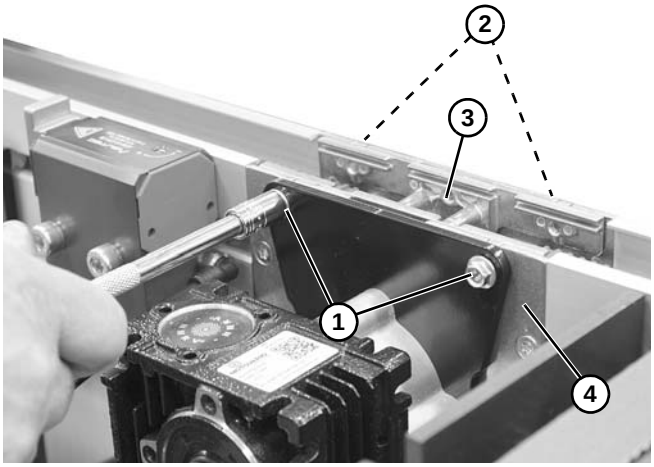

Figure 38
b. **Drive Side:** Remove hex flange screws **(Figure 38, item 1)**. Press in on hex flange screws **(Figure 38, item 2)** and lift mid drive cartridge **(Figure 38, item 3)** from mid drive assembly **(Figure 38, item 4)**.